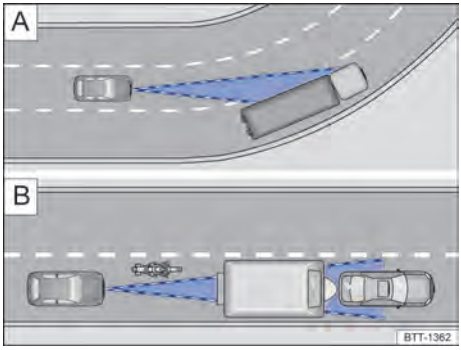

Fig. 99 A Conducción en curva. B Vehículos fuera del área de alcance del sensor del radar.
El sensor de radar siempre realiza las mediciones en dirección recta. Por lo tanto, los vehículos en curvas cerradas pueden detectarse accidentalmente o los vehículos que se encuentran adelante pueden no detectarse → fig. 99 A. ▶
– Vehículos que conducen fuera del área del sensor a poca distancia del propio vehículo, por ejemplo, motocicletas → fig. 99 B.